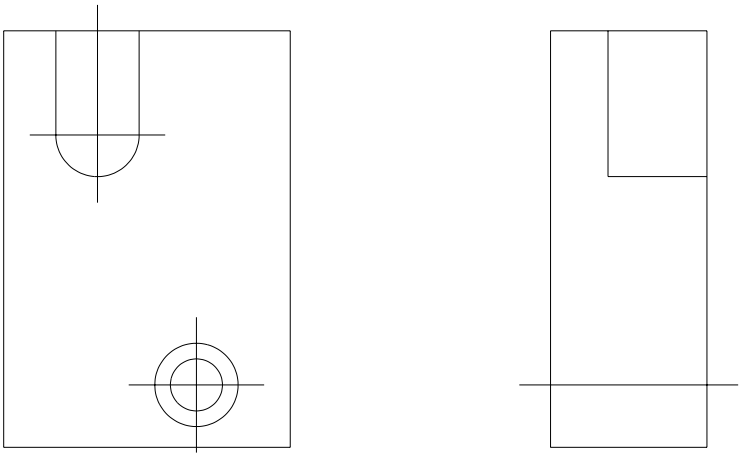

Fig. 6.11
4. Poziţionarea originii, cu ajutorul modurilor **grid** (tasta <F7>) şi **snap** (tasta <F9>), în vederea trasării proiecţiei laterale (fig. 6.11). Trasarea canalului şi a axei de simetrie a primului locaş.